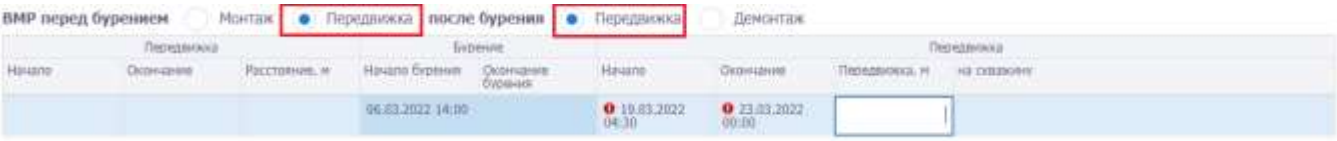

Рис. 3.30
5) Если в блоках «ВМР перед бурением» и «ВМР после бурения» установлен переключатель «Передвижка», то в таблице отображаются области (рис. 3.30):